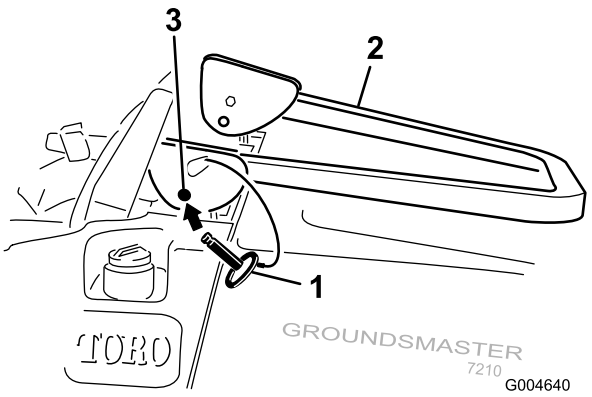

Figur 11
2. Sænk styrtbøjlen til sænket position (Figur 11).